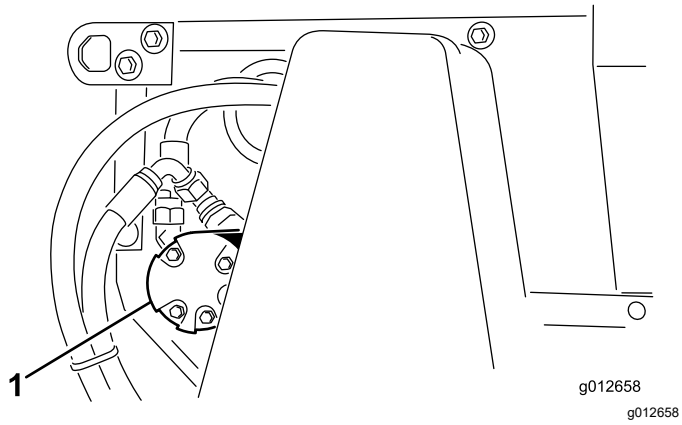

Figur 41
2. Løsne mutrene som fester lagerhuset (Figur 41), på venstre side av maskinen.